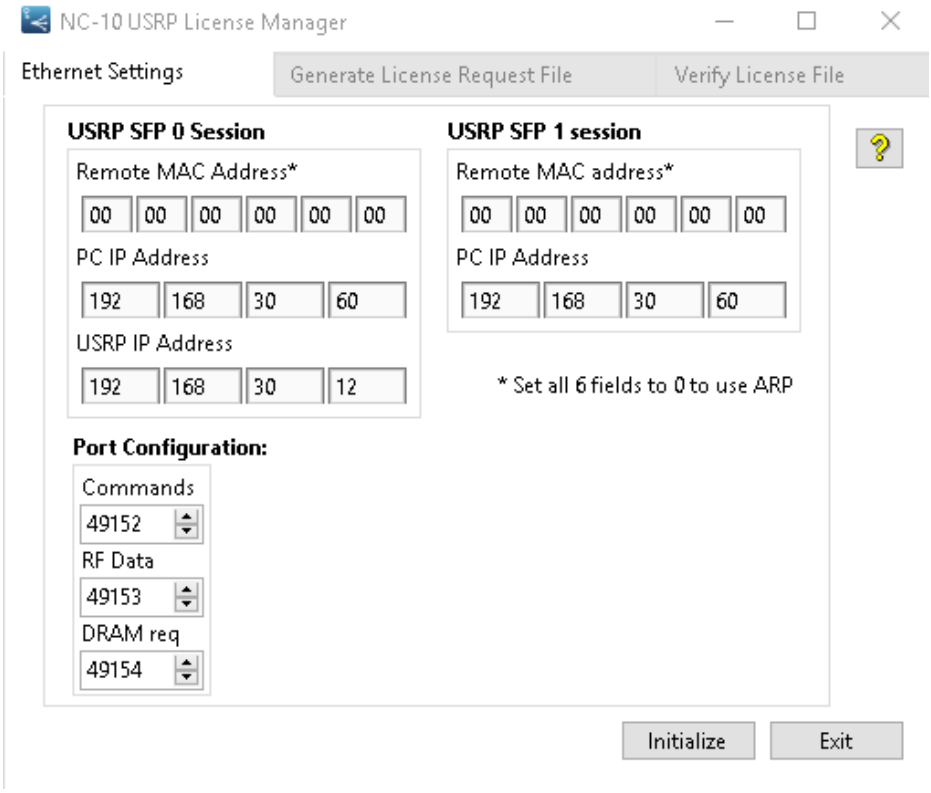

Figure 2: Initial Ethernet Settings.
1. Start the program. Verify that the PC IP Address and USRP IP Address match your system configuration (Figure 2):